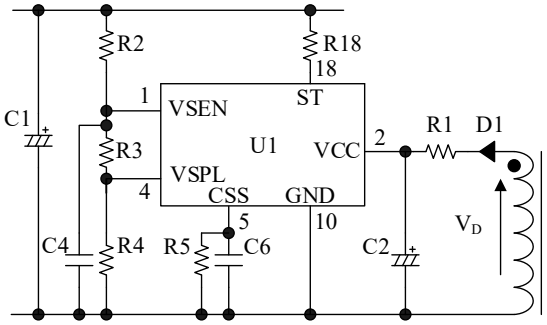

Figure 8-11. VCC pin peripheral circuit
Figure 8-11 shows the VCC pin peripheral circuit.
During the IC operation, the rectified voltage from the auxiliary winding voltage, V_D, of Figure 8-11 is a power source to the VCC pin.
- The value of C2 in Figure 8-11 is increased and/or the value of R1 is reduced.